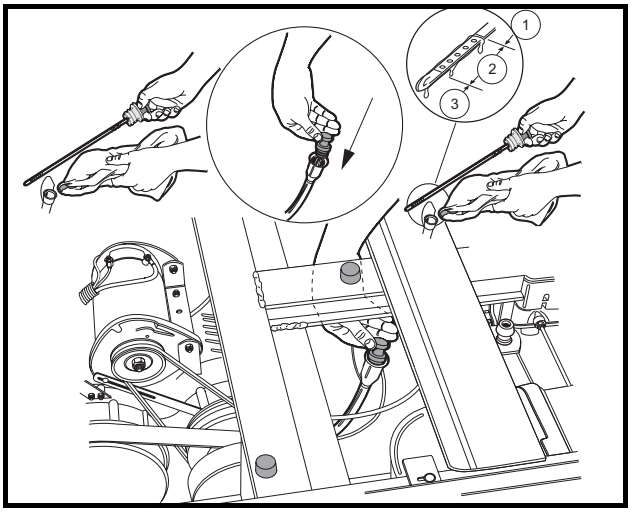

Figure 17 Engine Oil Level Check – Bobcat 2100
1. Remove the oil level dipstick from the oil filler tube and wipe oil from dipstick. **See Figure 17**. **See following CAUTION.**